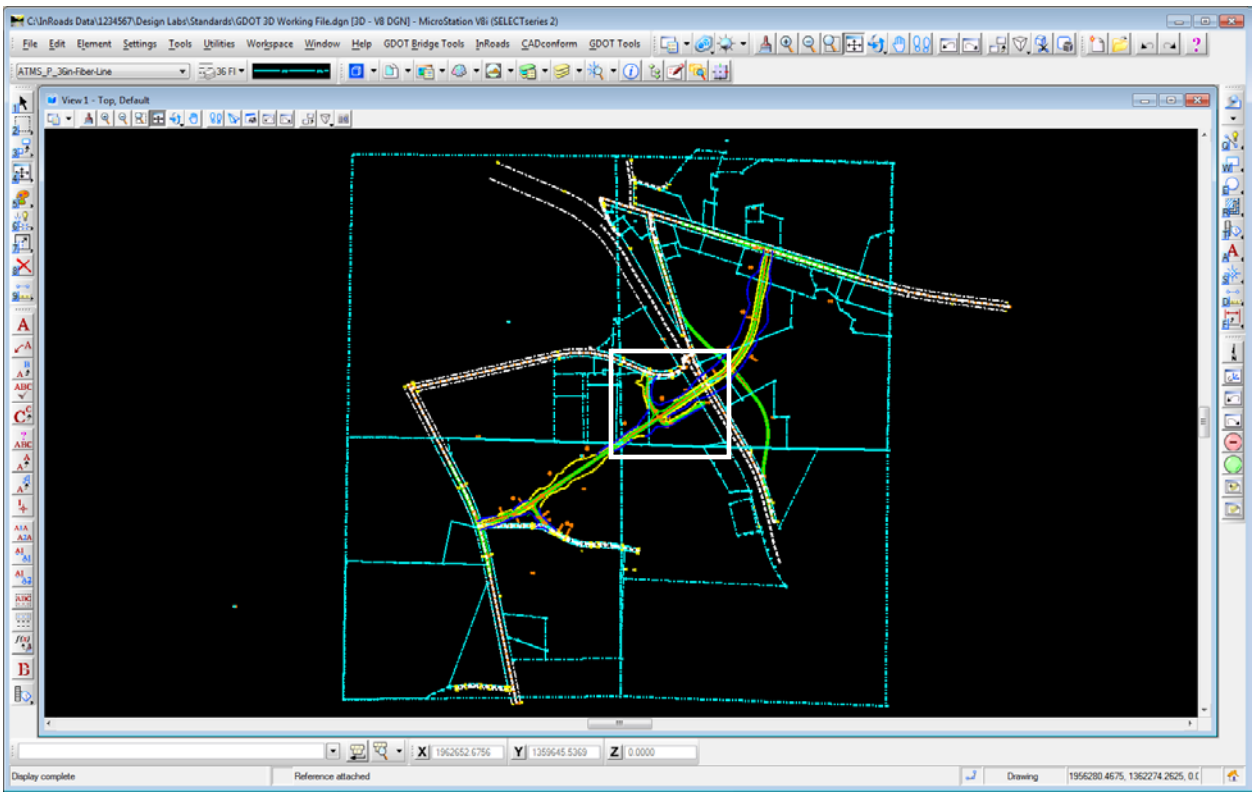

Figure L12-2 MicroStation View
14.	**Using Step 13 as a Guide, Attach the Files 1234567PROP.dgn and 1234567LIMT.dgn as Reference Files.** **Filename** — **Logical Name** • 1234567PROP.dgn — PROP • 1234567LIMT.dgn — LIMT • **Close** the **References** Window by clicking the Red (X) in the upper right corner of the dialog box. • In MicroStation, click the **Fit View** icon ( ). • Verify your view in MicroStation matches that shown in *Figure L12-2*.